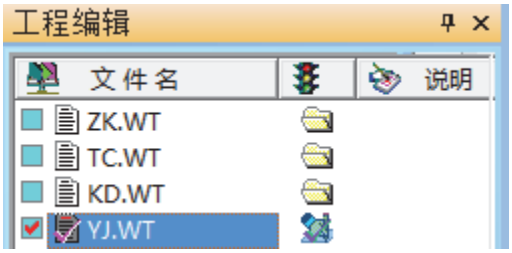

图 4-28
1. 在 DGSS 主界面左侧的“工程编辑”栏里，鼠标点击“QJ.WT”文件名最左侧的方框，使当前编辑点图层为“QJ.WT”（见图 4-28）；